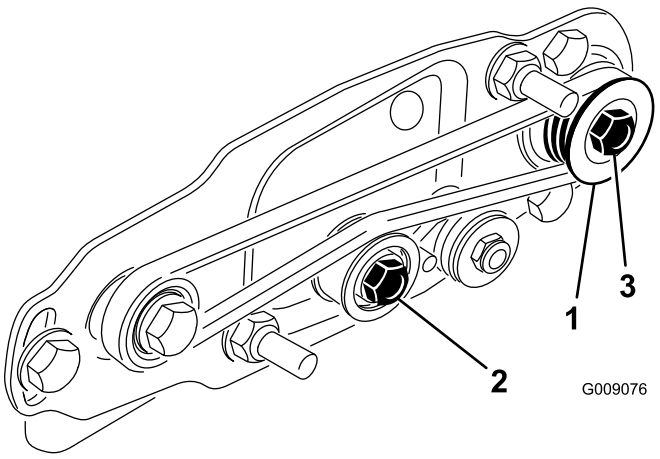
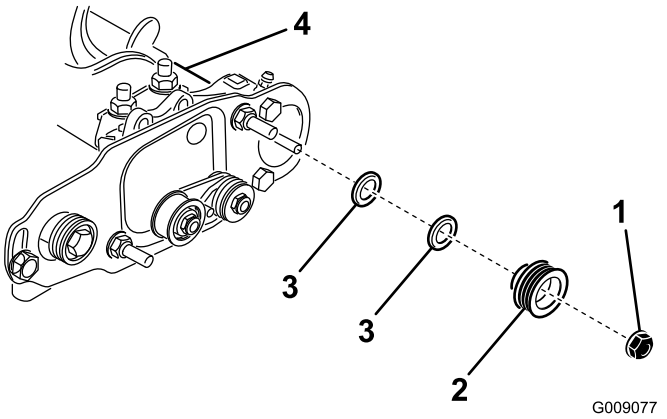

Рисунок 23
Рисунок 24
1. Ведомый шкив (на валу щетки катка) можно переместить внутрь или наружу (Рисунок 23).
2. Вращая барабан, который будет вращать ведущий шкив, снимите с помощью рычага ремень с ведущего шкива (Рисунок 23).
3. Отверните контргайку крепления ведомого шкива к валу щетки (Рисунок 23 или Рисунок 24).
4. Снимите ведомый шкив с вала (Рисунок 24).
5. Если необходимо сместить шкив наружу, добавьте одну проставку толщиной 0,8 мм (Рисунок 24). Если необходимо сместить шкив внутрь, удалите одну установленную ранее проставку толщиной 0,8 мм.